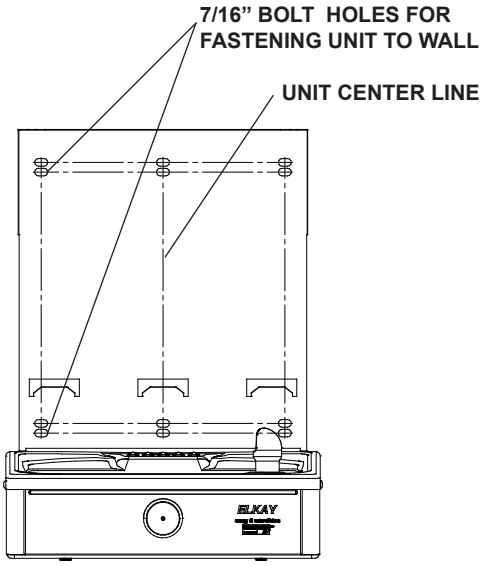

Fig. 7
2) **Remove wall mounting plate from Bottle Filler**. Place wall plate against wall on top of basin. Center the wall plate side to side with the basin. Mark the six (6) mounting holes with a pencil (See Fig. 7).
4) **Install wall mounting plate to wall** using six (6) 7/16” obround mounting holes (mounting bolts not included) (See Fig. 7). Use appropriate fasteners for your wall type.